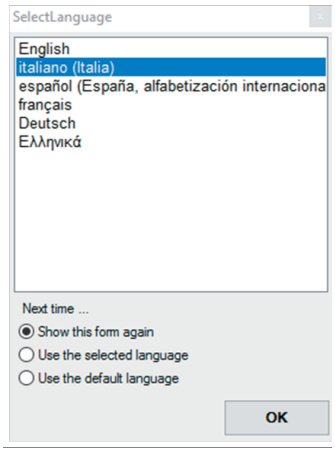

Fig. 8.27. Selezione lingua
2. Selezionare la lingua desiderata (Fig. 8.27).